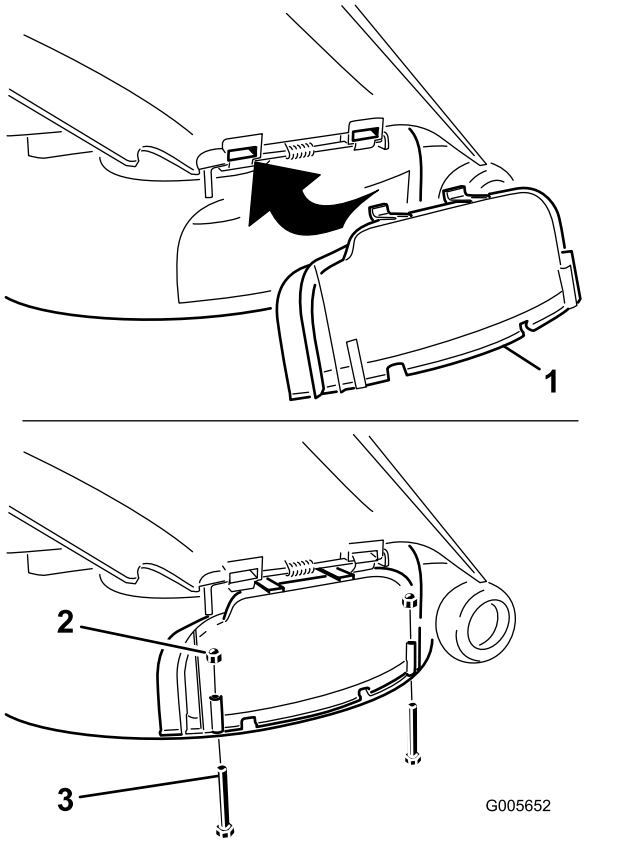

Figur 22
5. Drej tømningsdækslet ned mod åbningen og mod plæneklipperens nederste kant (Figur 22).
6. Fastgør udblæsningsdækslet til plæneklipperens nederste kant med to bolte (¼ x 2½ tomme) og to hættemøtrikker (¼ tomme) som vist i Figur 22.